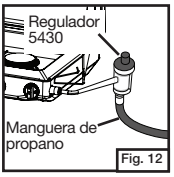

Fig. 12
- Conecte la manguera al regulador 5430 y enrósquela en la estufa como se muestra en la Fig. 12.